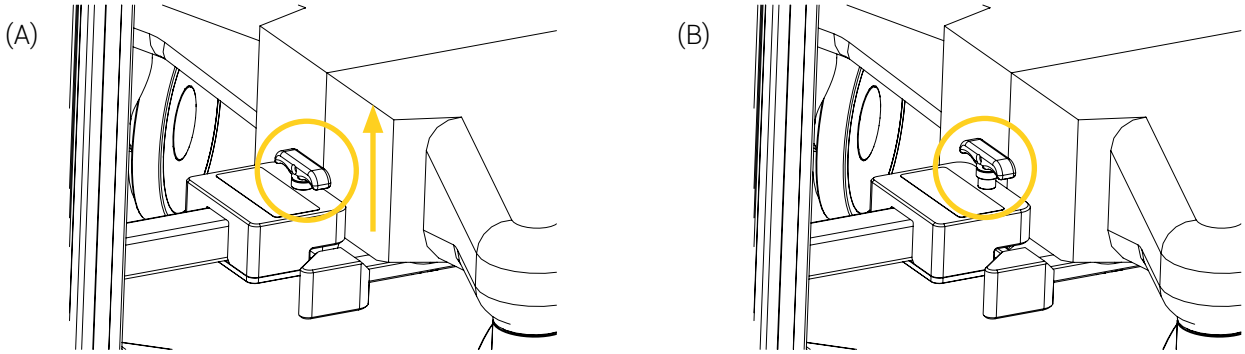

Figure 7 : Mécanisme à déclenchement rapide
2. Tirer et maintenir la poignée du mécanisme à déclenchement rapide du bras rabattable pour libérer le dispositif d'accouplement THS (Figure 7).